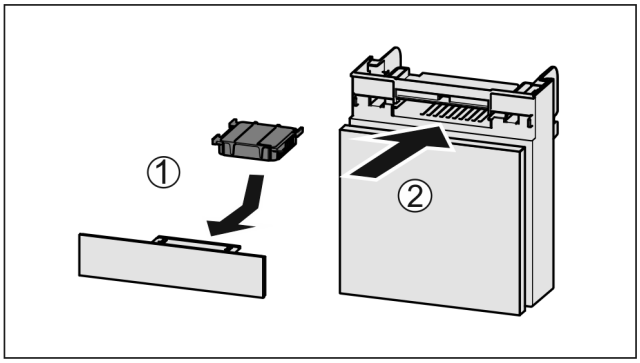

Fig. 104
▶ Insert the carbon filter as shown in the diagram *Fig. 104 (1)*.
▶ Push the compartment in *Fig. 104 (2)*.